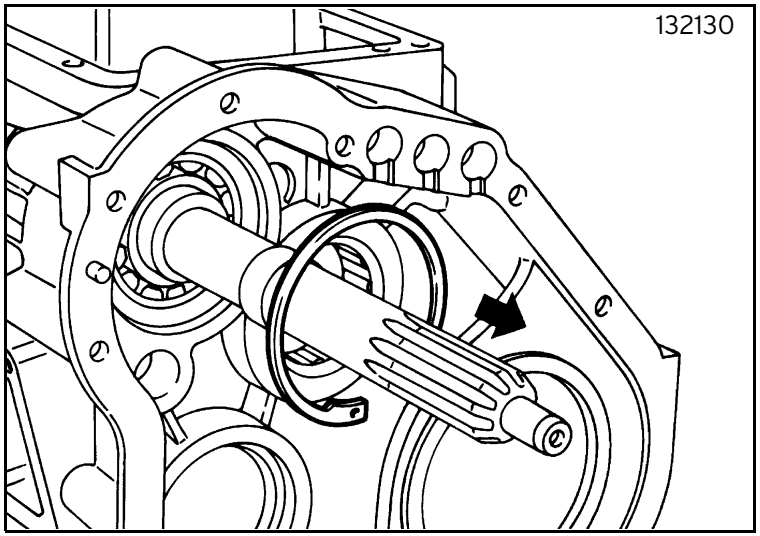

Fig. 30
- remove the circlip that holds the main shaft bearing on the clutch side (figure 30);